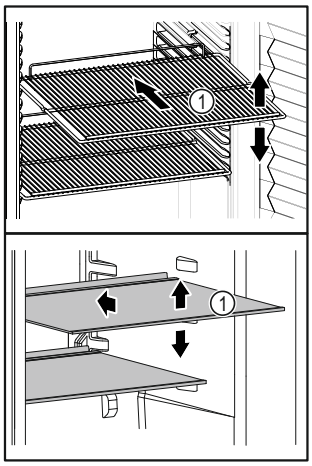

Fig. 48 Example illustration
- ❑ If storage surfaces *Fig. 48 (1)* are movable, adjust them according to height.